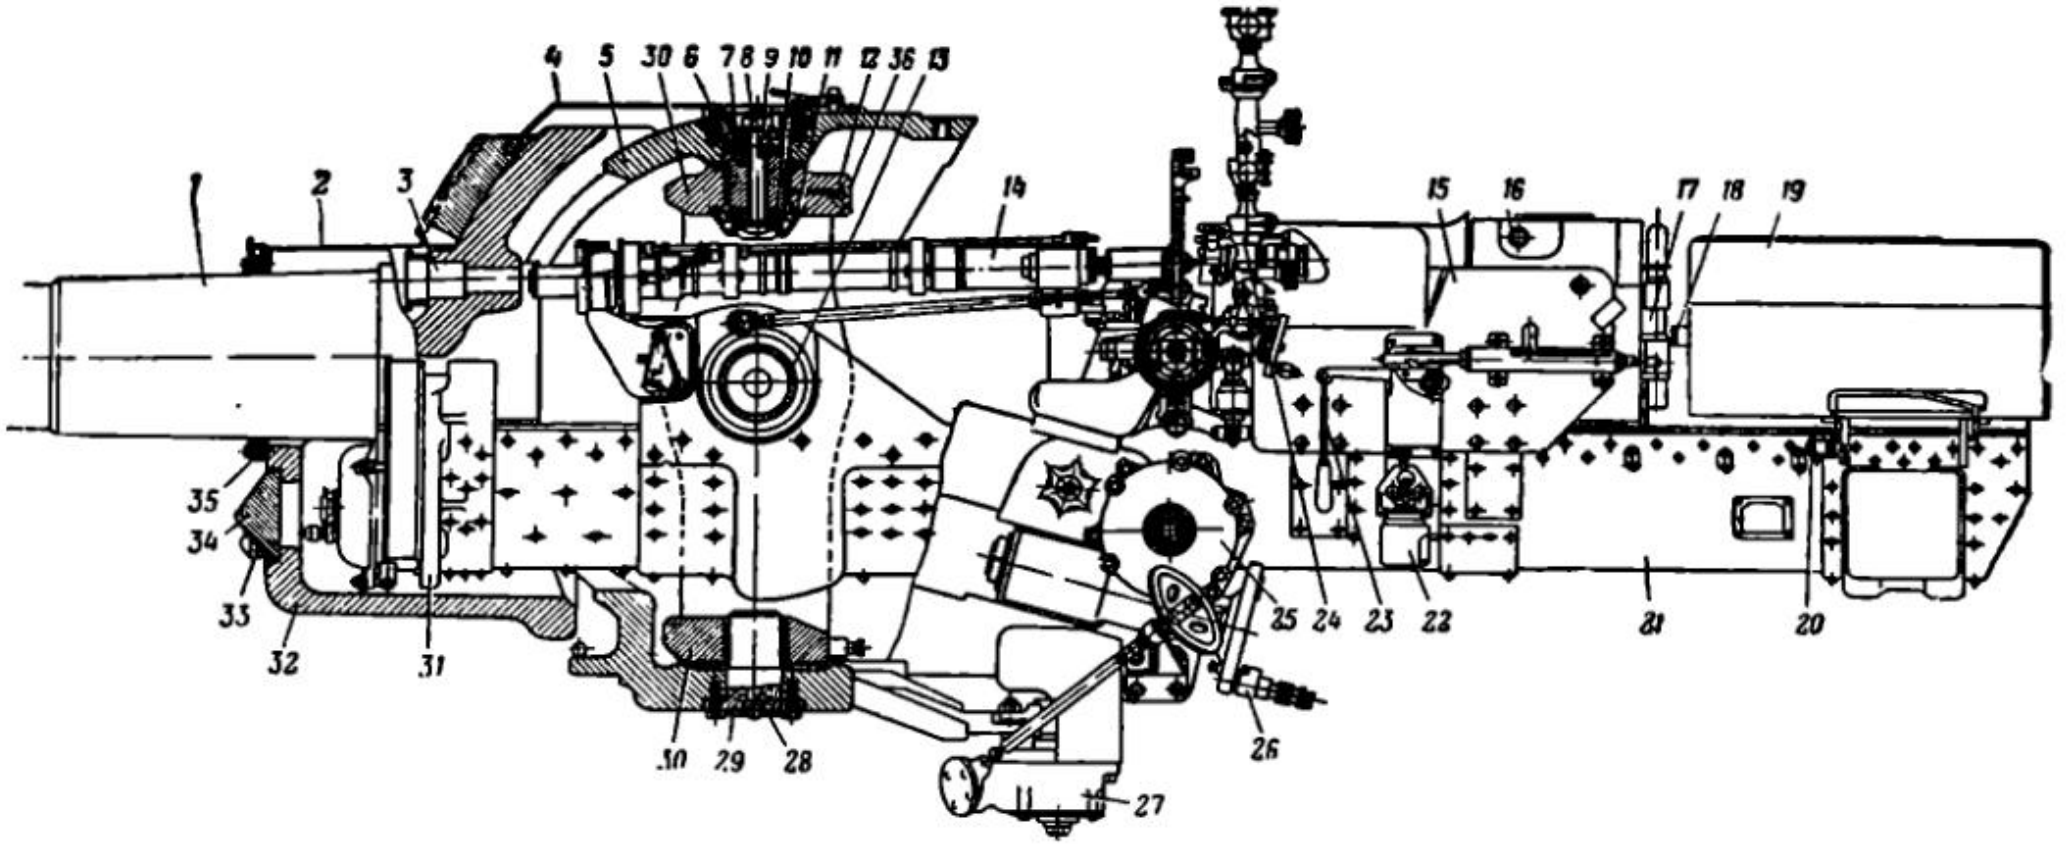
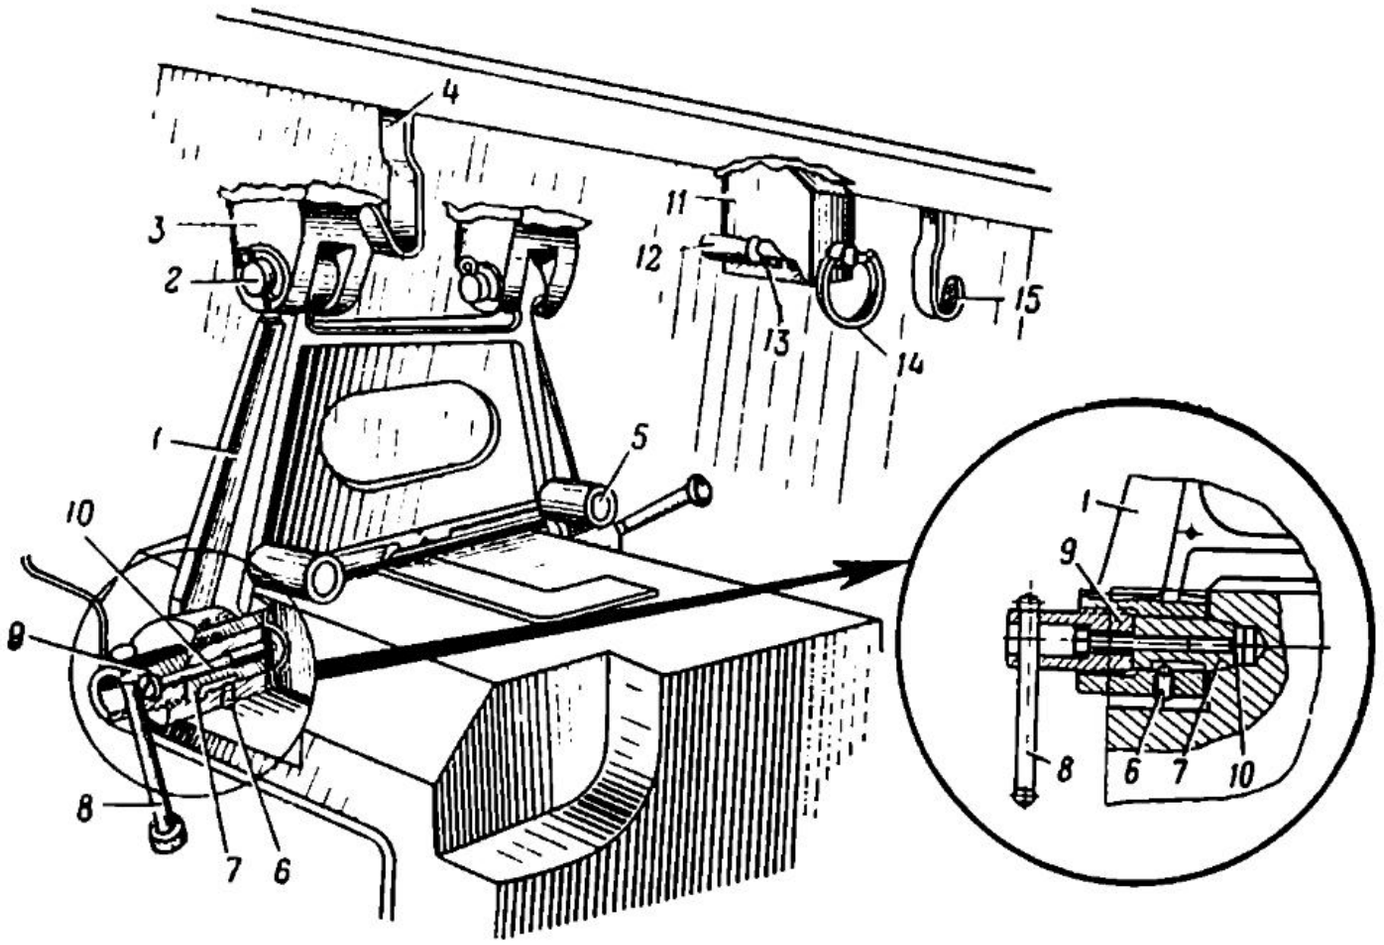

Рис. 209. Гаубица-пушка (вид слева):
Рис. 210. Стопор походного крепления орудия
4. На лотке *19* (рис. 209) установлен предохранитель *18*, предназначенный для предотвращения спуска ударника, если лоток находится в горизонтальном положении (на полозках люльки).
По-походному орудие крепится с помощью кронштейна *1* (рис. 210), подвешенного на валиках *2* в двух проушинах *3*, приваренных к крыше боевого отделения С другой стороны кронштейна *1* имеются два утолщения, в которых выполнены нарезные отверстия В этих отверстиях смонтированы стопорные устройства, состоящие из стопора *7*, нажимной гайки *9* с воротком *8* и винта *10*. Гайки ввертываются в нарезные отверстия кронштейна и связаны со стопором винтом *10*.
Для установки орудия на стопор необходимо за вороток ввинчивать гайку до тех пор, пока стопоры *7* не зайдут в конические гнезда *16* (рис. 209) казенника до упора.
Когда орудие находится в расстопоренном состоянии, кронштейн *1* (рис. 210) откидывается вверх к крыше. В откинутом положении кронштейн удерживается замком.
— совместить конические гнезда *16* (рис. 209) в казеннике со стопорами *7* (рис. 210) и затянуть гайки *9* с помощью воротков *8*.
В горизонтальные цапфы *13* (рис. 209) орудия введены игольчатые подшипники, к которым подводится смазка Для улучшения условий работы вертикальных цапф к ним подведена смазка. Для этой цели в раме *30* просверлены каналы *12*, на наружном конце которых имеется нарезка. Каналы закрываются пробками *36*.